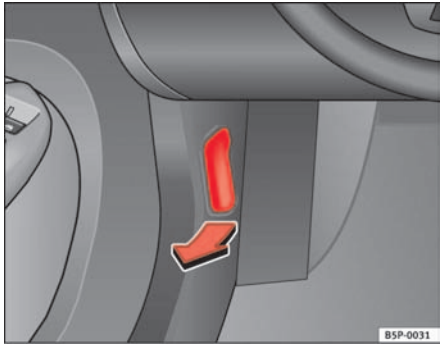

Fig. 158 Detail of the foot well: The release lever for the bonnet is located in the driver side foot well
– To release the bonnet, pull the lever under the dashboard ⇒ fig. 158 in the direction indicated (arrow). The bonnet will be released by a spring action ⇒ ⚠.